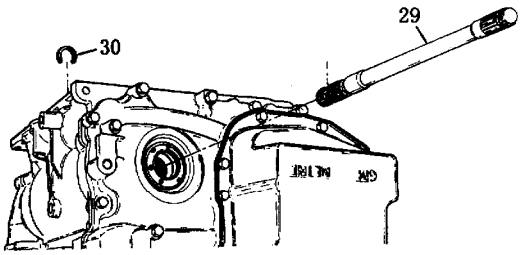

图 4－148　输出轴和 C 形卡环
(1) 驻车锁爪支架的安装：
①将封油盖 147 装入变速驱动桥壳体（参见图 4－65)。
②安装固定卡子 143 和 146。
③安装螺栓 142。